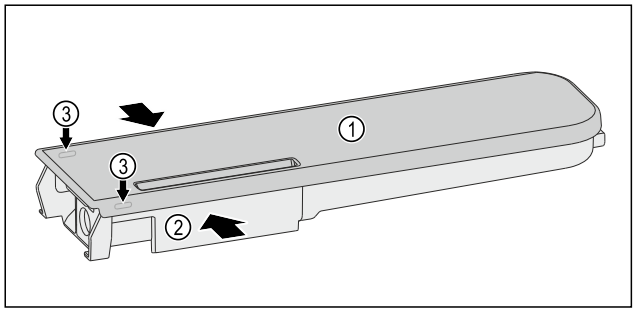

Fig. 149
▶ Presați rezervorul de apă *Fig. 149 (2)* împreună și trageți cu grijă capacul *Fig. 149 (1)* peste ciocurile opritoare *Fig. 149 (3)* și trageți-l în sus.
▶ Mișcați ușor capacul *Fig. 149 (1)* înainte și înapoi și scoateți-l în sus.